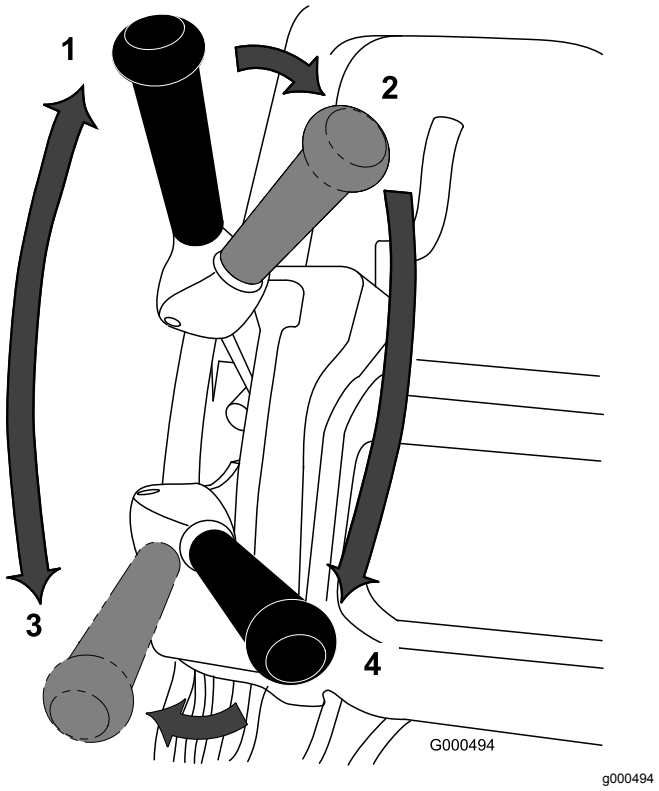

Figur 23
1. Start motoren, sæt gashåndtaget til nedsat hastighed, skub håndtaget ned for at hæve klippeenheden, tryk dødemandsgrebet ned, flyt traktions- og knivcylinderdrevgrebet til positionen FREMAD (transport), og transporter maskinen til greenens kant (Figur 23).
2. Flyt grebet til positionen NEUTRAL (Figur 23).
3. Flyt traktionshåndtaget til positionen – NEUTRAL og knivcylinderdrevet til positionen – UDKOBLING(Figur 23).
4. Flyt traktionshåndtaget til positionen – FREMAD og knivcylinderdrevet til positionen – INDKOBLING (Figur 23), sæt farten op, indtil maskinen kører med den ønskede kørselshastighed, kør maskinen ud på greenen, sænk klippeenheden til jorden, og start klipningen.